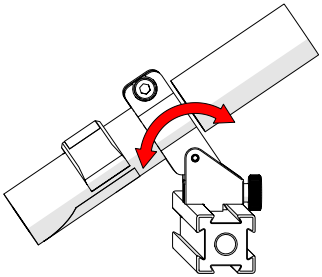

Fig. 200 - Aim guide
3. Adjust the guide's friction pivot to aim the guide as required *(Fig. 200)*.